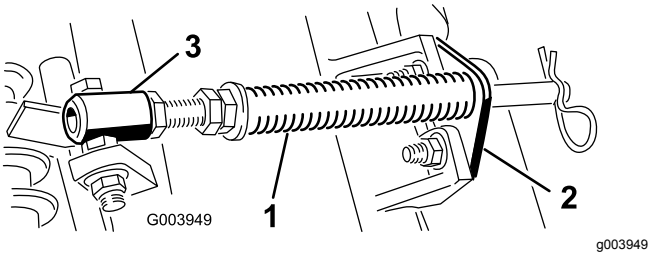

Figur 4
A. Demontera de två vagnskruvar och muttrar som håller fast stångbeslaget på klippenhetens flikar (Figur 4).
B. Demontera den flänsmutter som håller fast fjäderrörets bult på bärramens flik (Figur 4). Ta bort enheten.